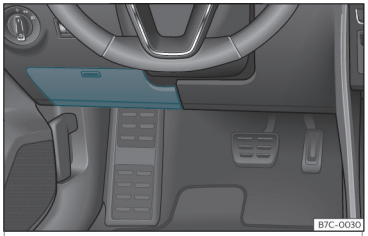

Fig. 43 Vehículos con volante a la izquierda: tapa de la caja de fusibles debajo del tablero de instrumentos del lado del conductor
- *Abrir:* abata la cubierta hacia abajo ››› **fig. 43**.